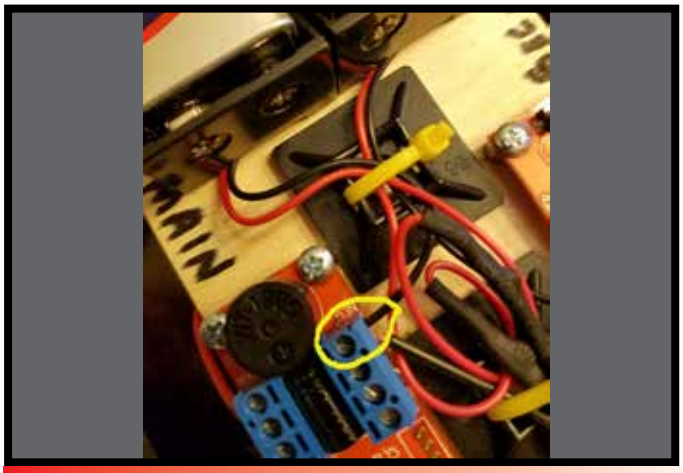

Figure 4: Test fit for length the black lead wire.
1. Test fit for length the black lead wire coming off the battery cradle to the negative terminal on the altimeter (**Figure 4**).